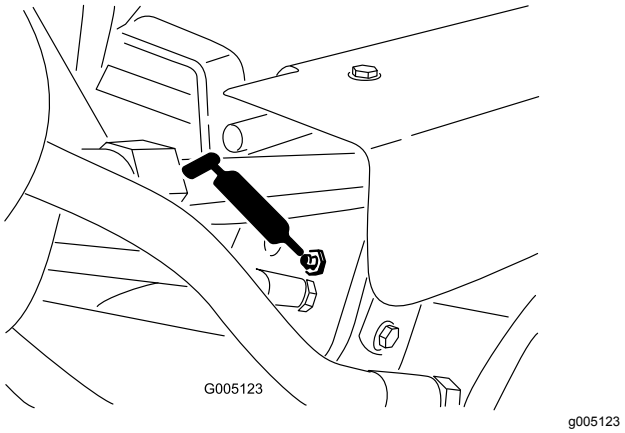

Figur 32
- Løftecylindre (3) (Figur 32)